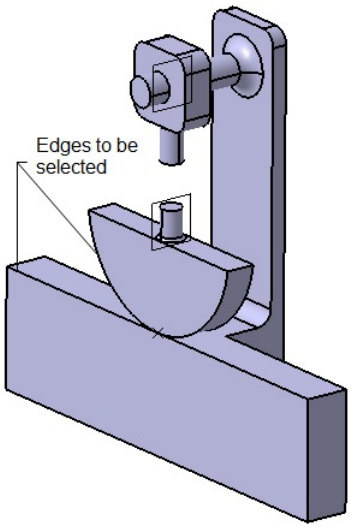

Figure 16-100 *Edges to be selected for creating the Slide Curve joint*
The final assembly of the Slide Curve mechanism is shown in Figure 16-100. In this figure, constraints are hidden for better visualization.
2. Select the edge of the Fix Plate, refer to Figure 16-100; you are prompted to select the second curve.
3. Select the outer edge of the Slider, refer to Figure 16-100.